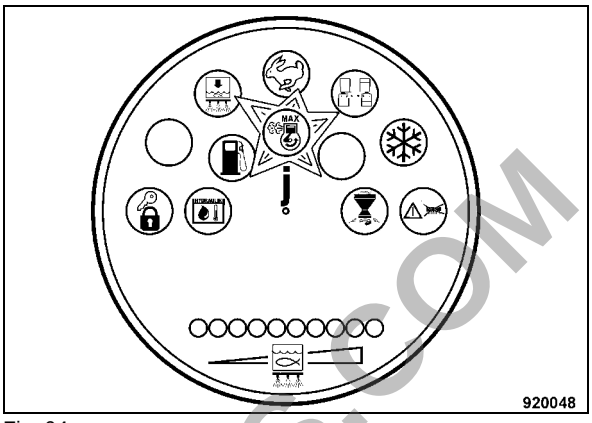

Fig. 64
*Control light j (Fig. 64) in right hand instrument cluster lights up.*